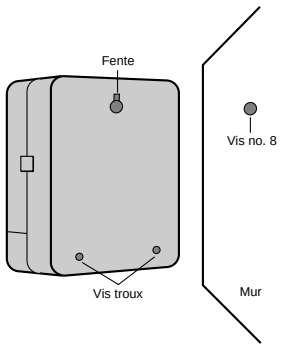

FIGURE 19: Montage du programmateur
- Posez une vis no 8 dans chacun des trous de la section inférieure du programmateur **[voir la figure 19]**.